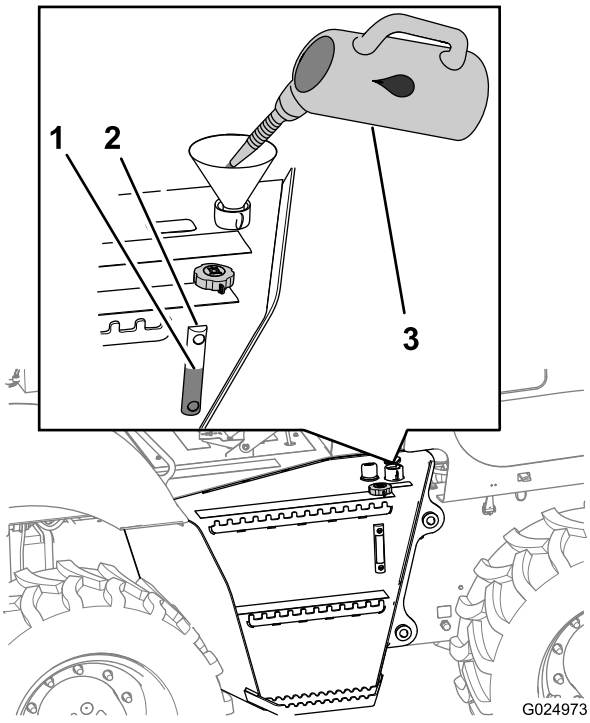

Rysunek 108
1. Napełnij zbiornik płynu hydraulicznego określonym płynem hydraulicznym, aby osiągnął on punkt środkowy wziernika (Rysunek 108).
3. Załóż korek wlewu (Rysunek 108).